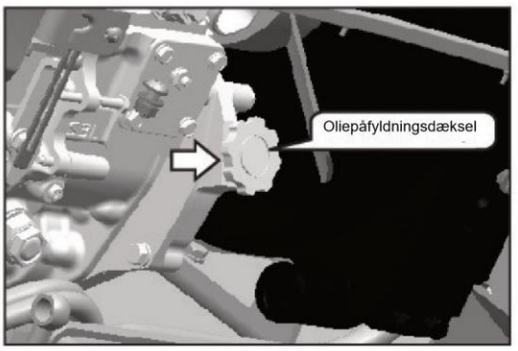

Fig. 5.3c
2. Fyld motorolien med den specificerede motorolie til det specificerede niveau for at samle kapaciteten fra oliepåfyldningsdækslet (fig. 5.3c & 5.3d).